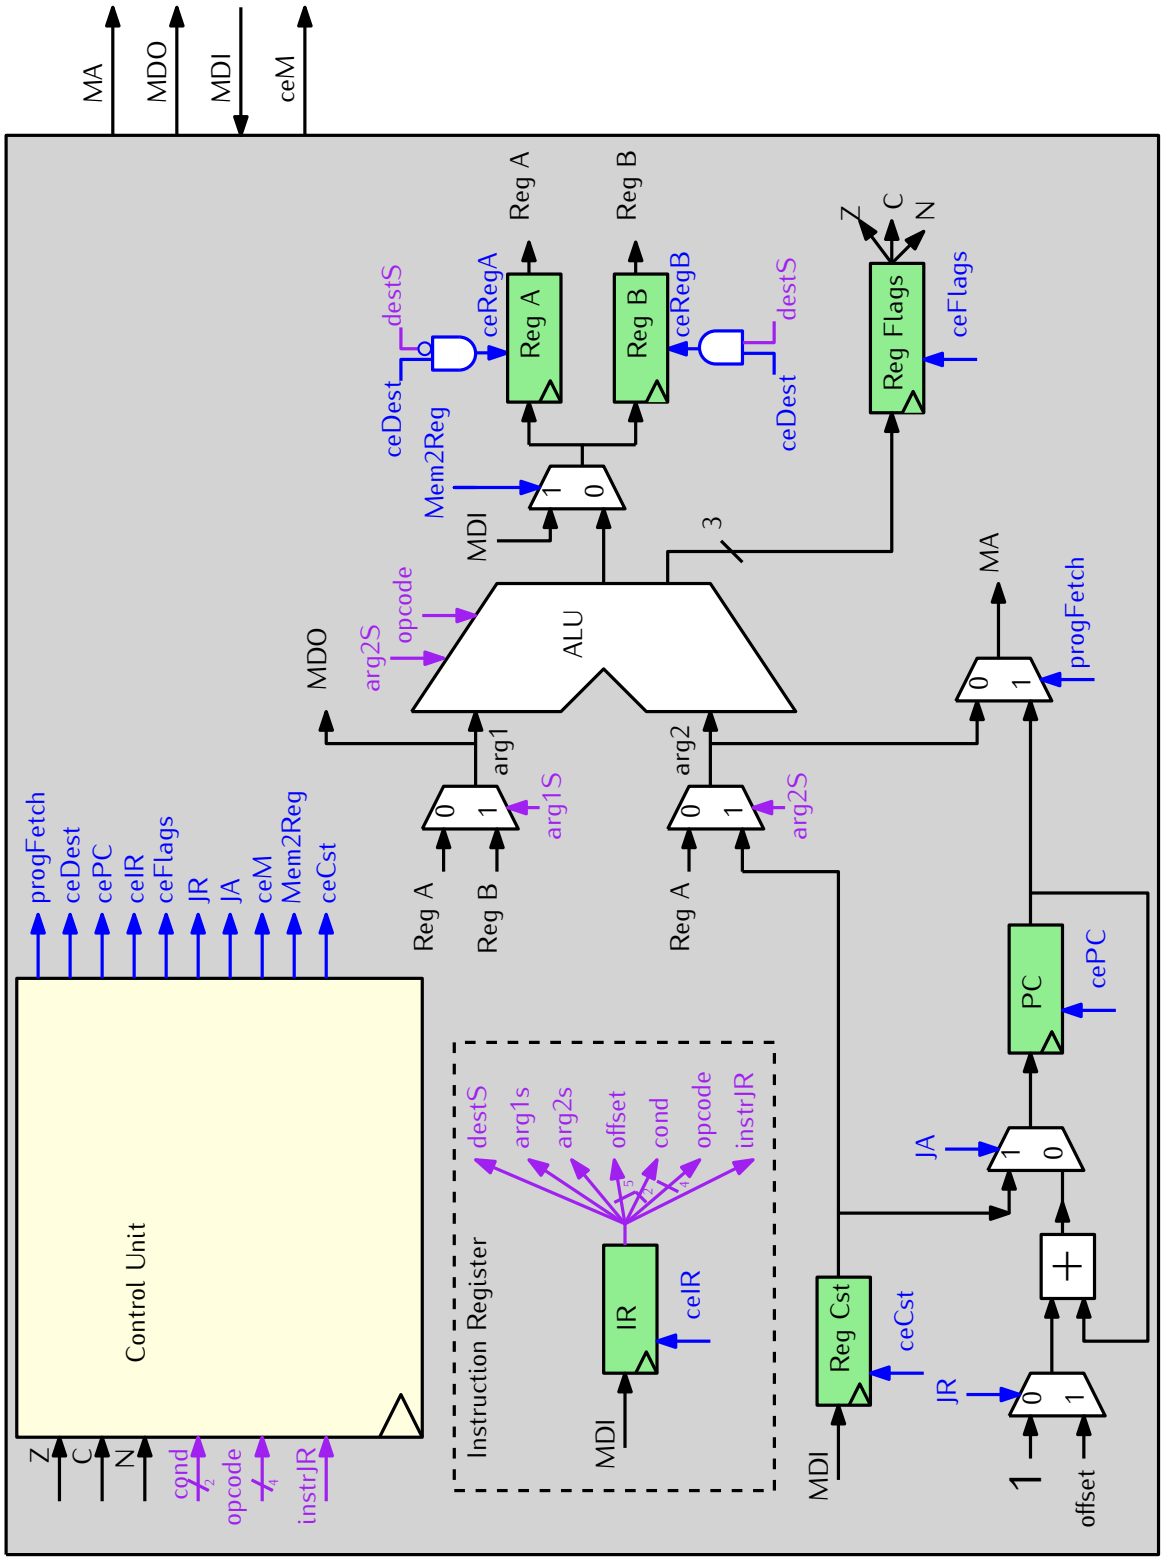
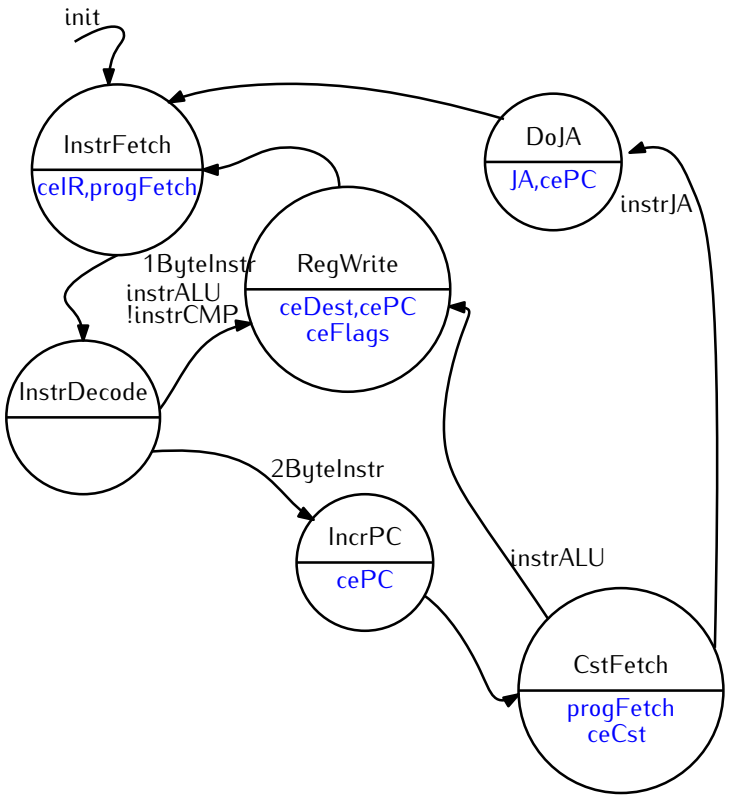

FIGURE 1 – Le datapath de notre micro-machine.
FIGURE 2 – Automate de la version initiale de notre micro-machine Digital.
La figure 2 donne l’automate correspondant à cette version initiale. La figure 1 (voir pages précédentes) donne une version complète du Datapath qu’on cherche à construire.
Récupérez les fichiers `mm-minimale.dig` `ALU.dig` et `Reg.dig` sur la page moodle du module. Ouvrez ces fichiers dans Digital. Faites le lien entre le fichier `mm-minimale.dig` et les Figures 1 et 2. En particulier, vous prendrez soin de repérer l'ALU, l'automate de contrôle, les registres `A`, `B`, `PC` et `CST`.
- Suivez le comportement de votre programme dans le processeur, c'est à dire **en même temps** dans digital **ET** sur le dessin de l'automate de la figure 2. Attention, chaque `TOP` de l'horloge, déclenche une transition dans l'automate de contrôle.
— Comme dans la Figure 2, ajoutez dans l'état `regWrite` la mise à jour du signal d'écriture dans le registre `Flags` (ceFlags).